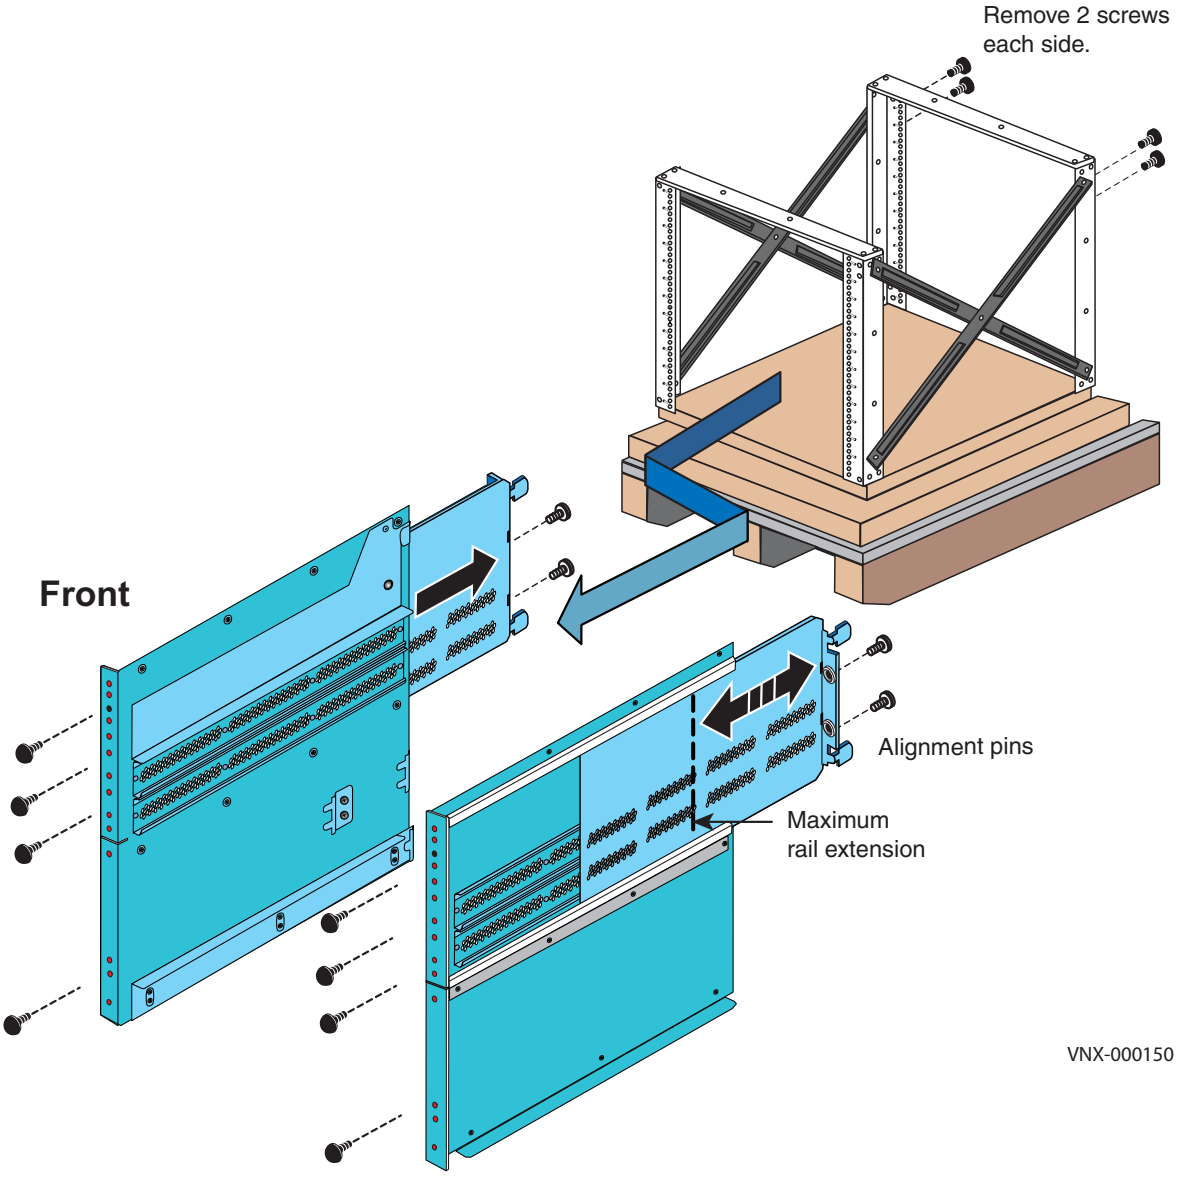

**Figure 3** Removing ganged rails
5. Unscrew all front and rear screws and remove the 8U ganged rails from the mini-rack as shown in Figure 3 on page 13.